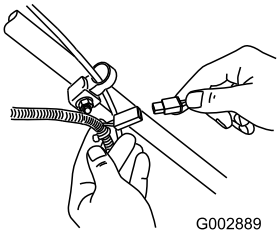

Figuur 28
1. Sluit de acculader aan op de kabelboom van de machine die zich onder het contactsleuteltje bevindt (Figuur 28).